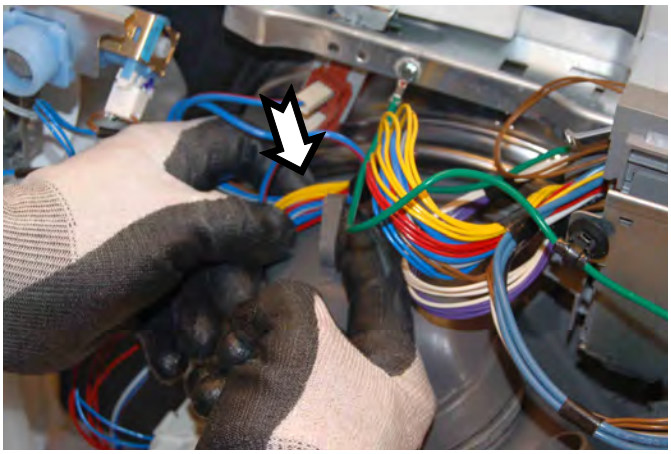

Figure 3
3. Remove the wire harness from the bracket on the side of the sump and move off to the side, (see Figures 3 and 4).